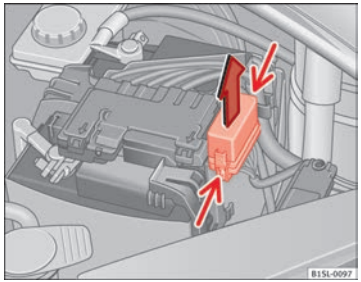

Fig. 143 In the engine compartment: fuse box cover.
- Press the attachment tabs in the direction indicated by the arrow (thin arrows) to release the fuse box cover ⇒ fig. 143.